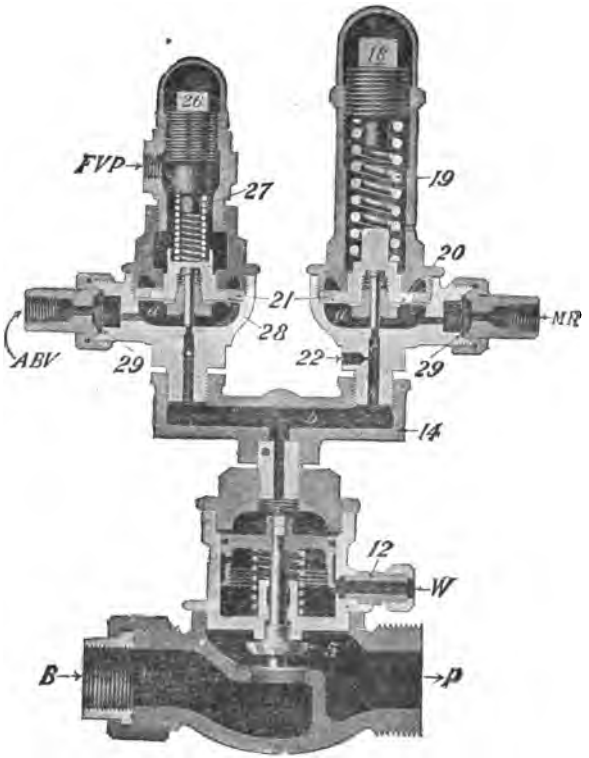

Fig. 120.—(S.F.-4) EXCESS PRESSURE GOVERNOR.
*Q. What is represented in Fig. 120?*